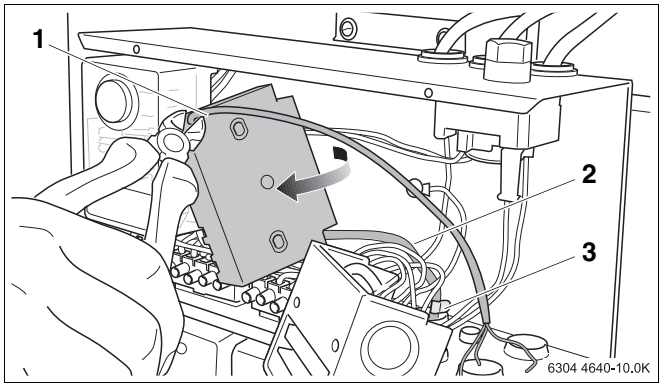

Abb. 7 Trennen Anschlussleitung
- Die beiden Anschlussleitungen (Abb. 7, **Pos. 1** und **2**) an der Rückseite der Taktzündeinrichtung unmittelbar an der Gehäuserückseite abtrennen.
- Kabelsicherung (Abb. 7, **Pos. 3**) demontieren.